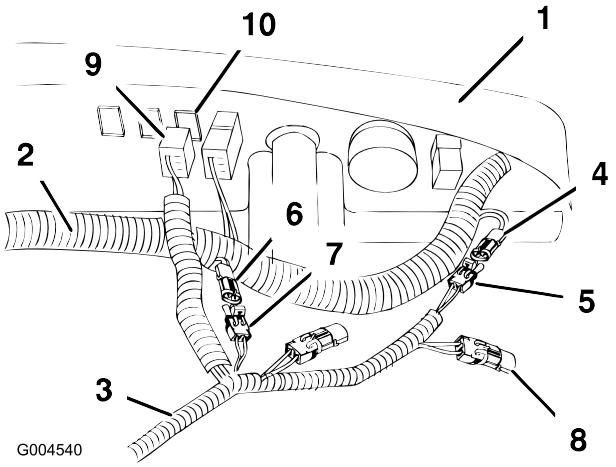

Figur 8
4. Find det valgfri 48 V udgangsstik som markeret på hovedledningsnettet, og fjern hætten. Monter tilbehørsledningsnettet i 48 V udgangsstikket som vist i Figur 8.
7. Flyt kontaktstikket i position bag stikket i instrumentbrættet, som vist i Figur 8.